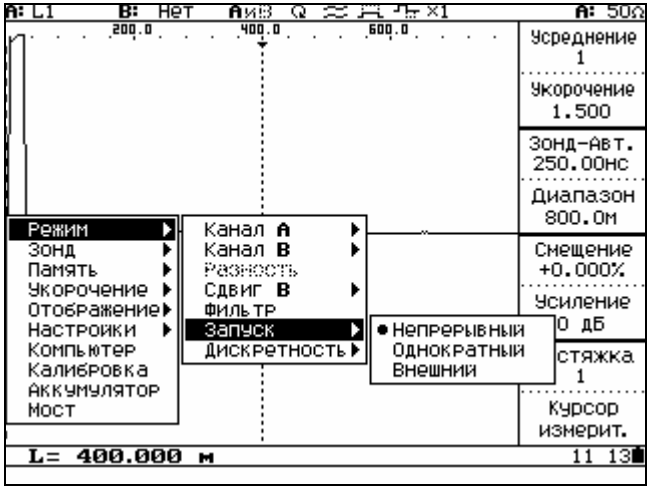

Рисунок 6.25
- Установить вид запуска (рисунок 6.25), (п.6.3.10.2).